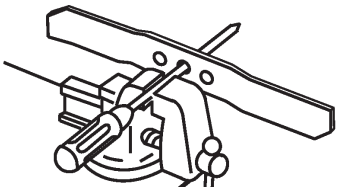

Figur 34
1. Kontrollera knivens balans genom att hänga upp kniven i dess mittersta hål på en spik eller skruvmejsel som fästs horisontellt i ett skruvstäd (figur 34).